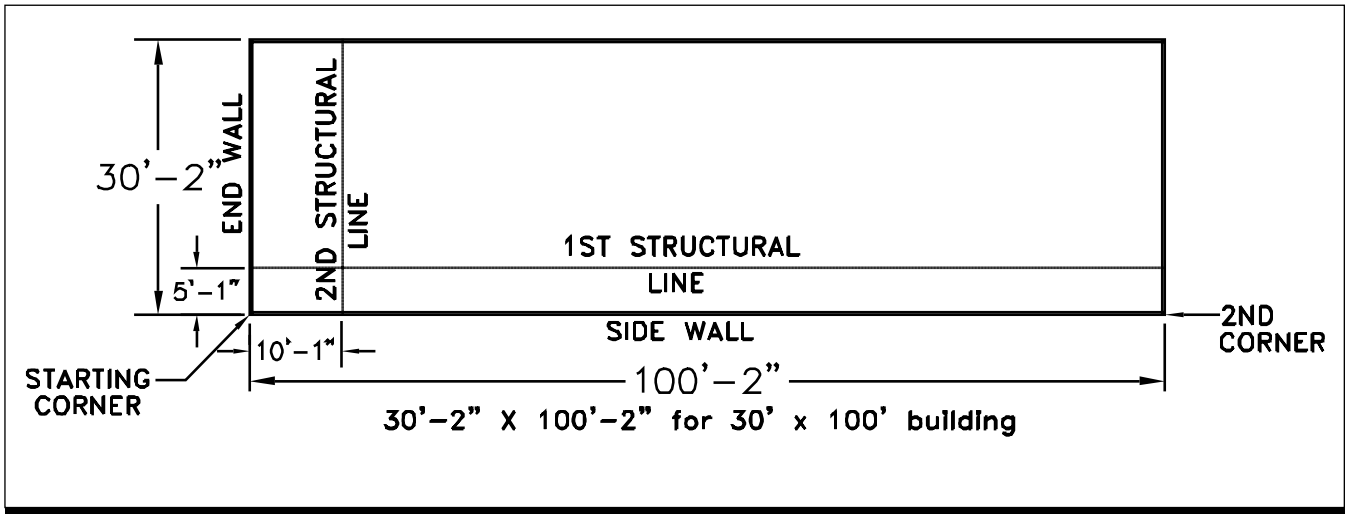

Fig. 3 - Locating The First Line
6.12 Length and width should be as indicated on the drawings and details. If they are not, repair the slab before proceeding further. Refer to figure 3 on page 9.
49.2 Locating the first structural line: Select a starting corner (See fig. 3), preferably one that is square. Measure 5’ - 1” along the end wall and mark this location. From the 2nd corner, measure in 5’ - 1” along the end wall and mark this location. Snap a chalk line between the marks. Ideally, at any point along the sidewall, the chalk line will be a minimum of 5’ - 0” from the edge of the slab.